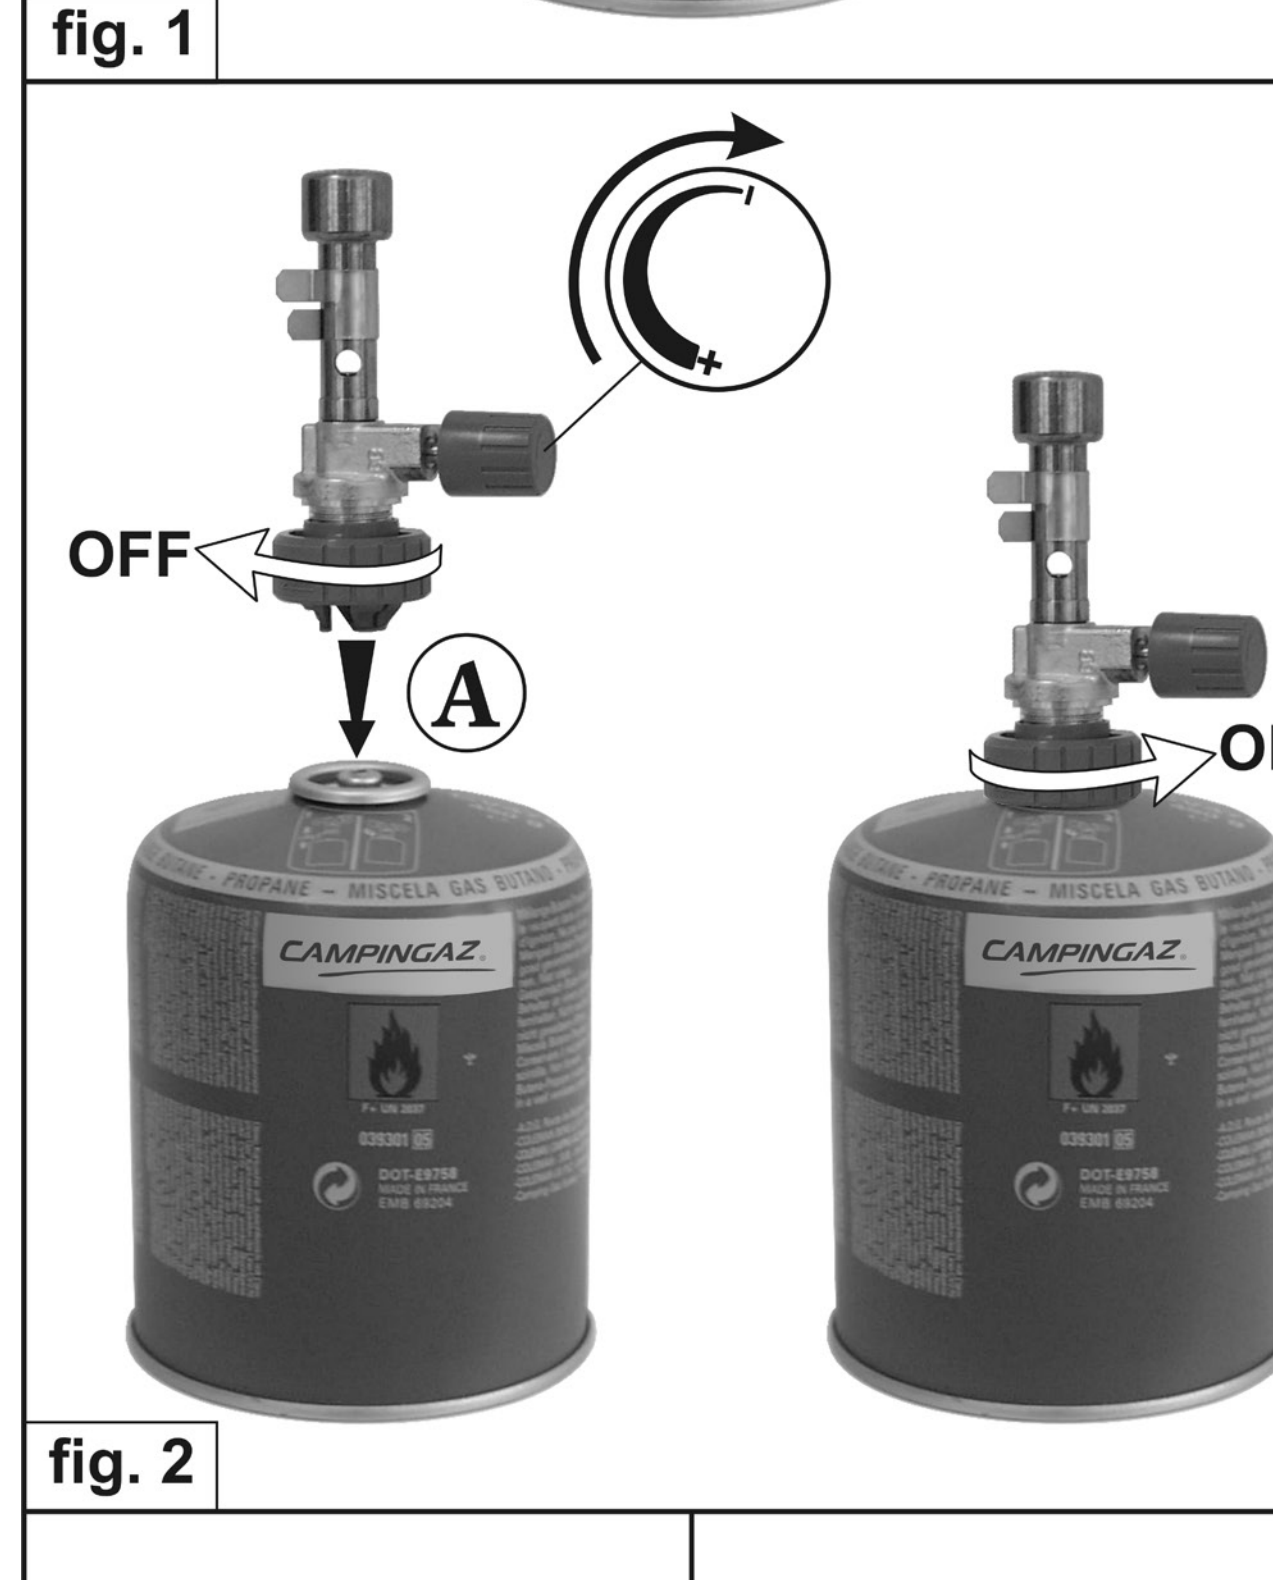

fig. 2
b) Vérifier que l'arrivée du gaz est bien fermée en tournant jusqu'à la butée le volant de réglage (3) dans le sens de rotation des aiguilles d'une montre (sens "-" de la flèche).
c) Dévisser la pince d'accrochage (4) (sens OFF) jusqu'à la butée, sans forcer (fig.2).
d) Introduire les 3 griffes (5) de la pince d'accrochage dans la coupelle (6) de la cartouche suivant flèche (A) (fig.2).
e) Revisser la pince d'accrochage (4) (sens ON) en maintenant l'appareil (fig.2).
b) Check that the gas supply is fully turned off by turning the control wheel (3) clockwise to its full extent ("-" direction of the arrow).
c) Unscrew the coupling device (4) (towards the OFF) to its full extent, without forcing it (fig.2).
d) Insert the 3 prongs (5) of the coupling device in the cup (6) of the cartridge as shown by the (A) arrow (fig.2).
e) Screw back again the coupling device (4) (towards the ON) by holding the equipment (fig.2).